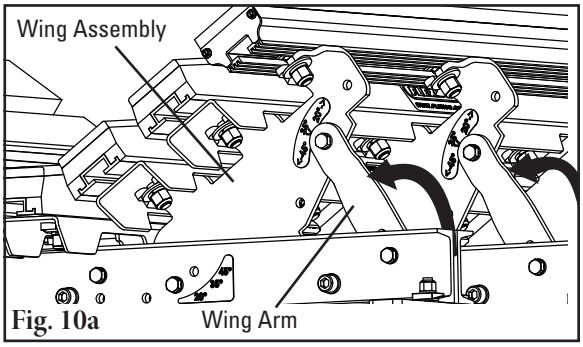
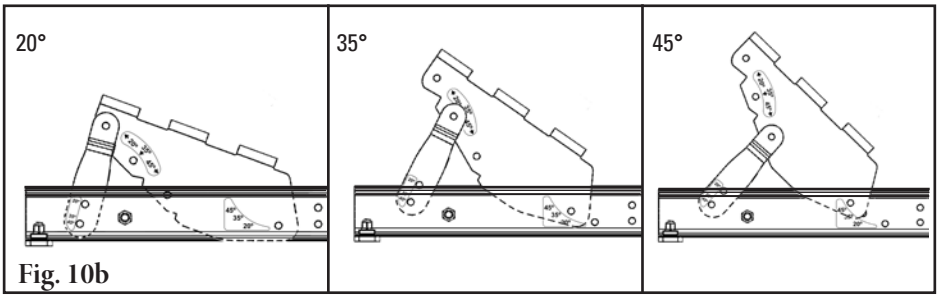

Fig. 10a
Fig. 10b
10. **Lift wing assemblies into operating position.** Lift wing assembly up to belt. Rotate wing arm up so that it supports the wing assembly for the correct degree trough angle (Fig. 10a). Insert bolt and ensure all wing plates are set to the preferred trough angle setting (Fig. 10b). Tighten bolts to 81 N/m (60 ft-lb.) torque. Also tighten bolts at base of wing plate and wing arm.